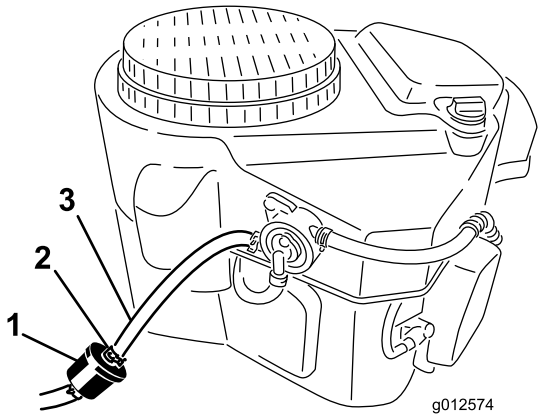

Figura 52
2. Limpe a zona em redor da tampa do depósito de combustível para impedir a entrada de detritos no depósito de combustível (Figura 52).
4. Aperte as pontas dos grampos da tubagem e afaste-as do filtro (Figura 52).